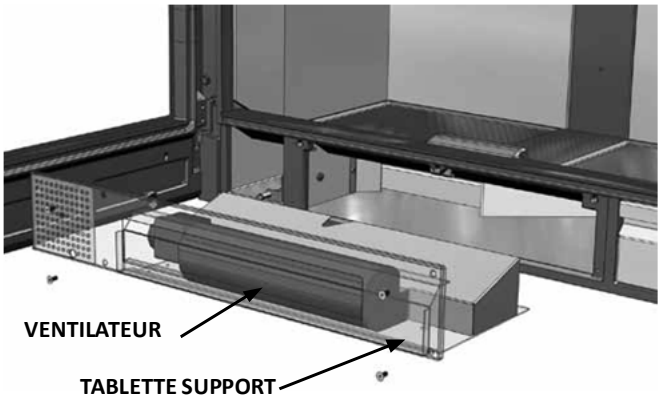

FIG. 2 - Nature 100
2. Une fois desserrés les 4 vis **(deux pour les versions Nature 70 / 80)** extraire la tablette qui supporte le ventilateur (Fig.2). Veiller à ne pas couper ou endommager le câblage au moment de sortir la tablette.